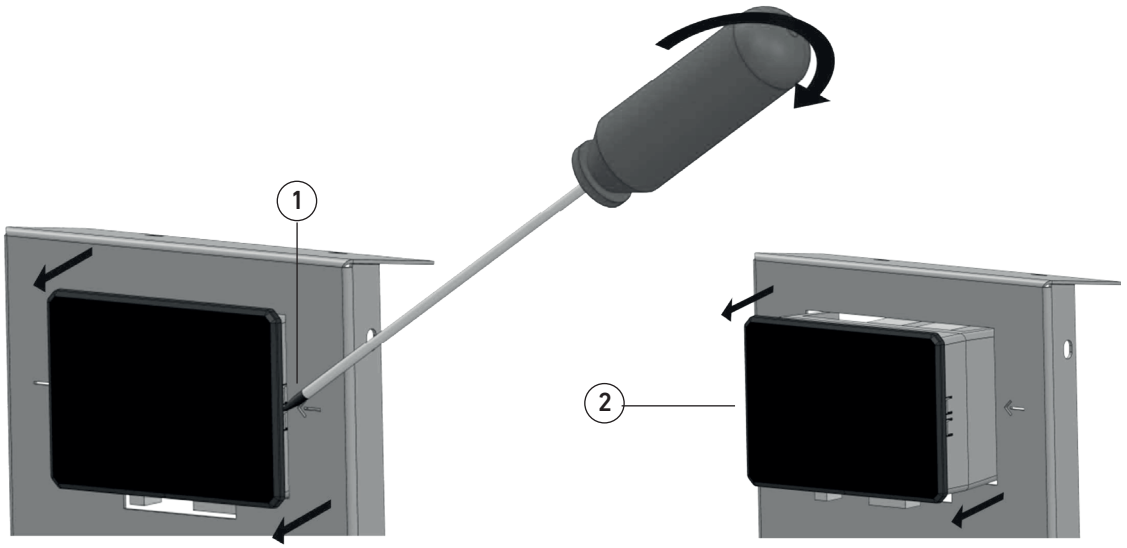

fig. 23
- Ruotare leggermente il cacciavite verso la lamiera e premere delicatamente in direzione della freccia per sganciare i denti di fissaggio della centralina (fig. 23 part. 1) ed estrarla dalla sua sede (fig. 23 part. 2);
- Estrarre la centralina e rimuovere gli spinotti di collegamento (fig. 23 part. 2).